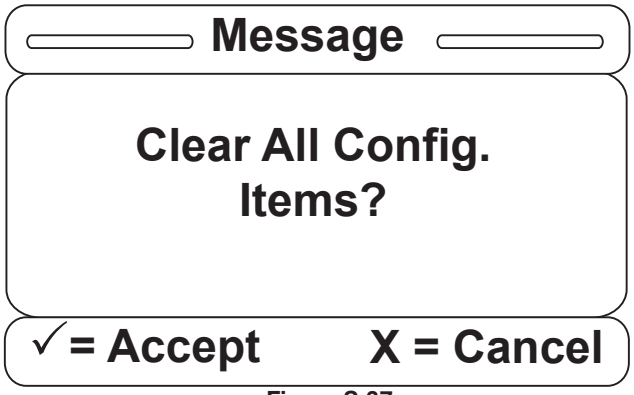

Figure S-37
- Once the “Clear All” item is selected, the confirmation screen in Figure S-37 will be displayed.